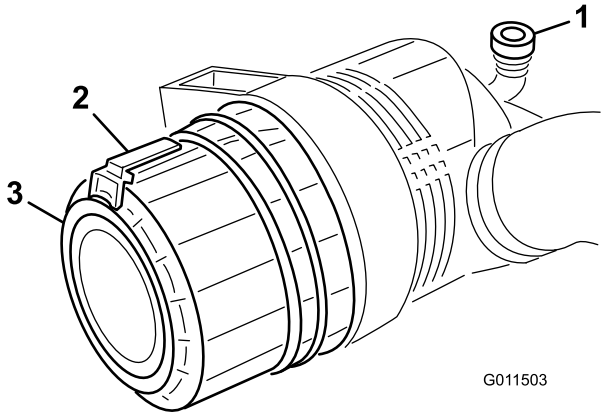

Рисунок 47
1. Оттяните защелку наружу и поверните крышку воздухоочистителя против часовой стрелки (Рисунок 47).
7. Установите крышку резиновым выпускным клапаном (Рисунок 47) вниз - примерно между 5:00 и 7:00 часами, если смотреть с торца. Зафиксируйте защелку.